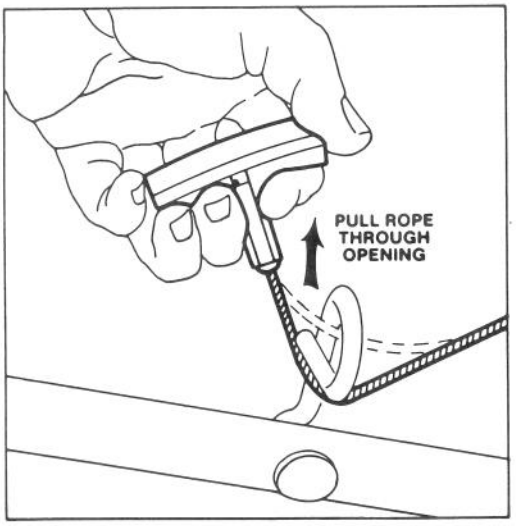
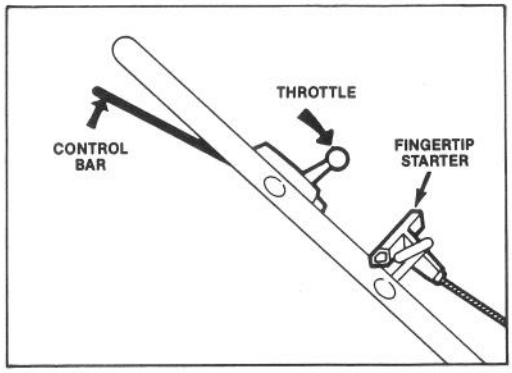

Figure 3
Figure 5
3. STARTER ROPE (Fig. 3) – Pull starter rope through opening in rope guide. By squeezing control bar (Fig. 5) against handle, blade brake will release and allow rope to be pulled easily up to rope guide.
1. CONTROLS – Throttle, control bar and fingertip starter are on upper handle (Fig. 5).
3. STARTING – Move throttle to FAST and hold control bar against handle. Pull fingertip starter and regulate throttle as desired when engine starts (Fig. 5). If engine does not start after 2 or 3 pulls, wait 10 seconds for carburetor prime well to refill with gasoline.
5. STOPPING (Fig. 5) – Release control bar to stop engine and blade. Pull wire off spark plug if mower is unattended or not used.